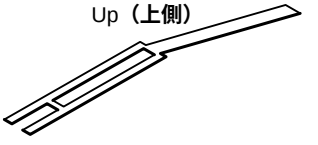

Fig. 15-1 **(図15-1)**
* ***Be careful of the direction of the spring. It should be installed with its projecting end facing upward. (Fig. 15-1)***
※ **スプリングの向きに注意してください。スプリングは、図15-1のように上側が凸になるように取り付けます。**